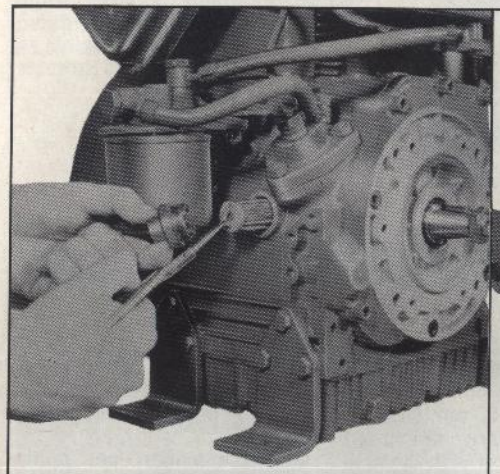

Fig. 7
4) Ogni due cambi olio lavare accuratamente la cartuccia filtro olio (Fig. 7) con benzina o petrolio.